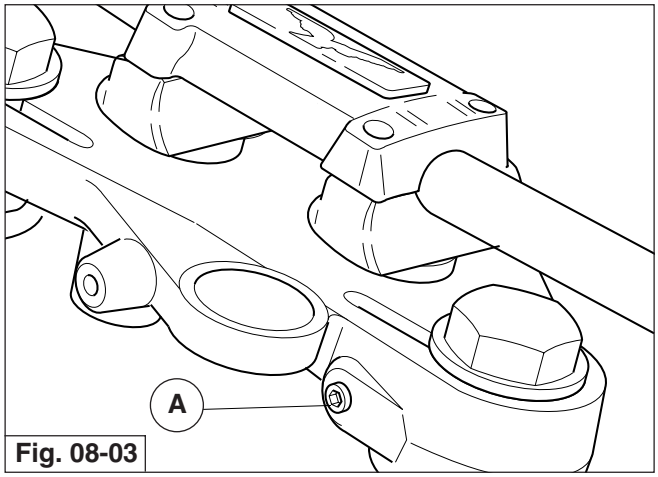

Fig. 08-03
- Svitare la vite "A" di tenuta superiore (fig. 08-03);
- Unscrew the upper sealing screw "A" (fig. 08-03);